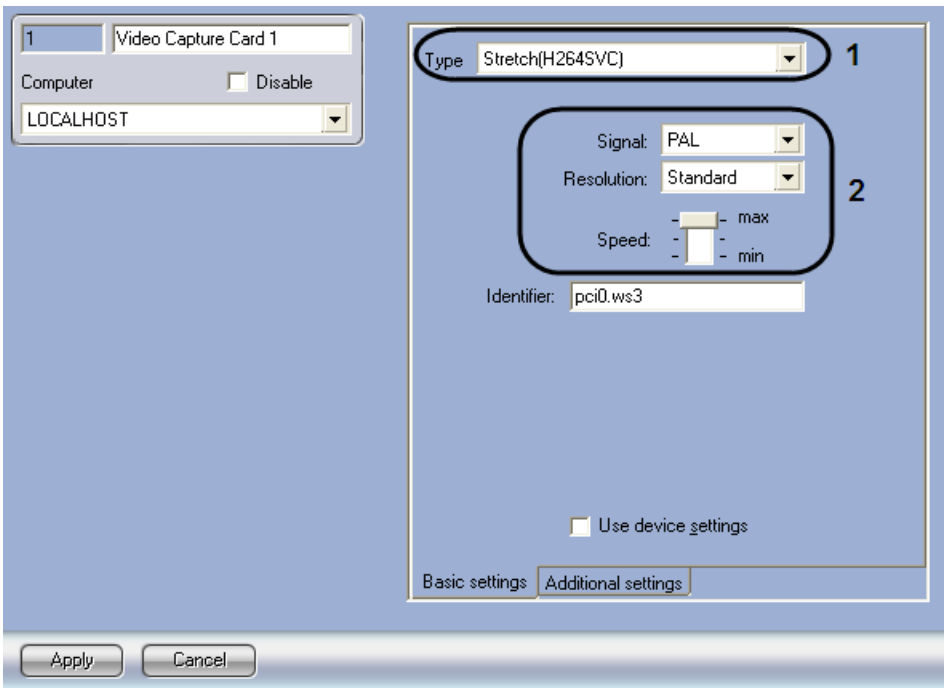

Figure 3.1—9 Setting panel of the Stretch video capture card. Basic settings tab
4. Set the values to the basic parameters of the card (Figure 3.1—9, 2). Detailed description of parameters is given in *Creating and configuring the Video capture card object* section (see 5.3 – 5.5 steps).